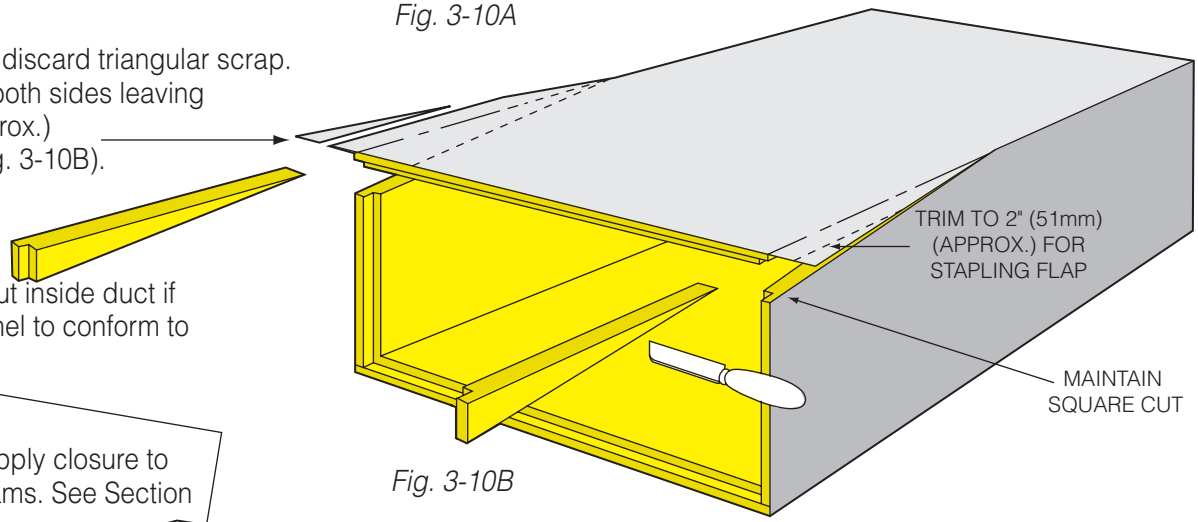

Fig. 3-10B
2. Remove and discard triangular scrap. Trim facing on both sides leaving 2" (51mm) (approx.) staple flaps (Fig. 3-10B).